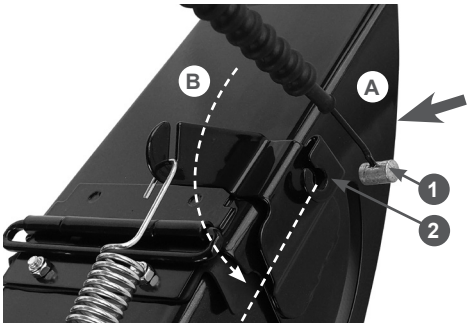

Рис. 22 Установка наконечника троса управления дефлектором жёлоба
- вставьте наконечник 1 троса в кронштейн 2 до упора, одновременно продевая трос через прорезь в кронштейне (действие А), после чего проверните трос в кронштейне на 90 градусов (действие В), как показано на Рис. 22;